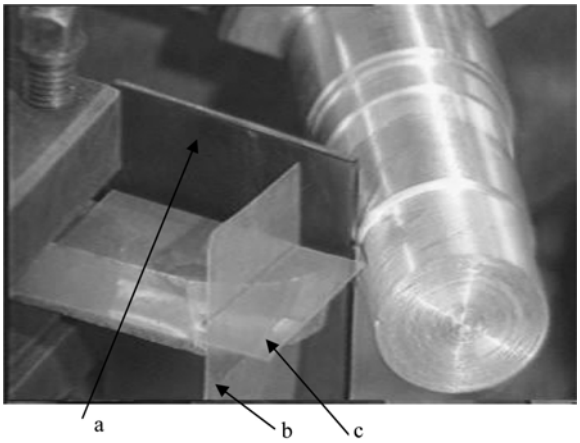

图 1–1 车外圆
11、在图 1–1 中指出车外圆时切削刃上 M 点的三个测量刀具角度的辅助平面。平面 a 为_____，平面 b 为_____,平面 c 为_____。